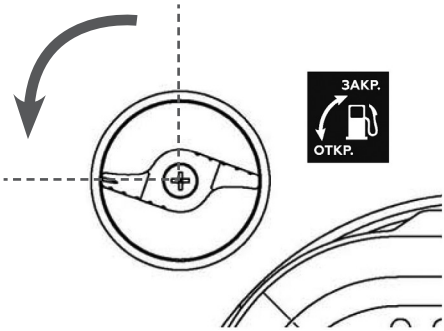

Рис. 30 Рычаг топливного крана
3. Откройте топливный кран. Для этого поверните рычаг топливного крана против часовой стрелки (влево) на 90° (Рис. 30).